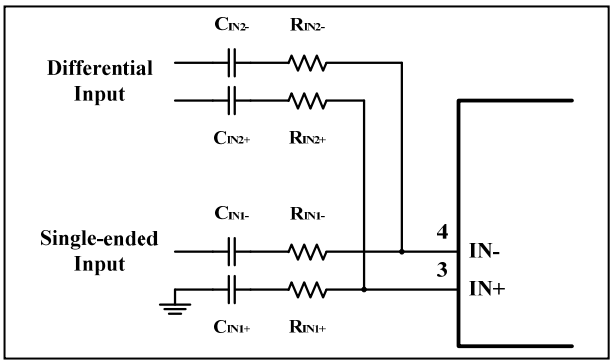

Figure 15 Application Circuit with Summing Differential Input and Single-Ended Input Signals
Figure 15 shows how to sum a differential input signal and a single-ended input signal. Ground noise may couple in through IN- with this method. It is better to use differential inputs. The corner frequency of the single-ended input is set by C_{IN2}, shown in Equation (6). To assure that each input is balanced, the single-ended input must be driven by a low-impedance source even if the input is not in use. The gain for each input source can be set independently by Equations (4) and (5).